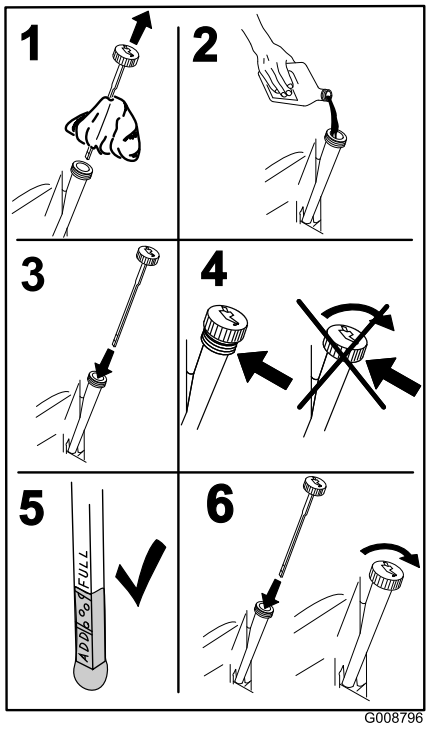

Figur 40
4. Hæld langsomt ca. 80 % af den foreskrevne olie i påfyldningsrøret, og tilsæt langsomt ekstra olie, så oliestanden når op til mærket **Full** (fuld) (Figur 40).